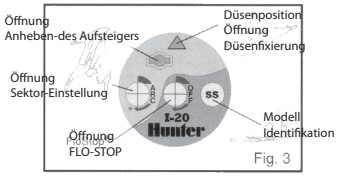

Fig. 3
1. Führen Sie den HUNTER Einstellschlüssel mit dem „Flügelende" in die Sektor-Einstell-Öffnung der Regnerabdeckung. - Abbildung 3 u. 4 -
1. Führen Sie den HUNTER Einstellschlüssel mit dem „Flügelende" in die Sektor-Einstell-Öffnung der Regnerabdeckung. -Abbildung 3 u. 4-